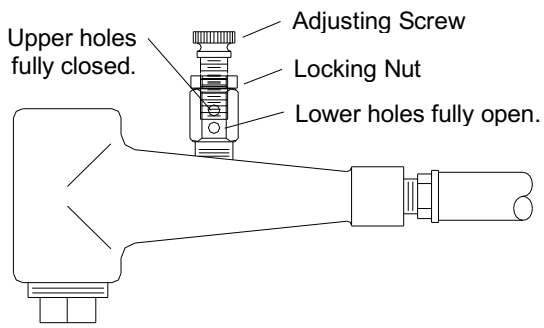

Figure 16
### 5.3 Media-Air Mixture – Figure 16
**5.3.2** If media does not flow smoothly, loosen the locking nut and adjust the metering screw until the upper holes in the metering stem are closed off and the lower holes are fully open, as shown in Figure 16. This adjustment is a starting point.